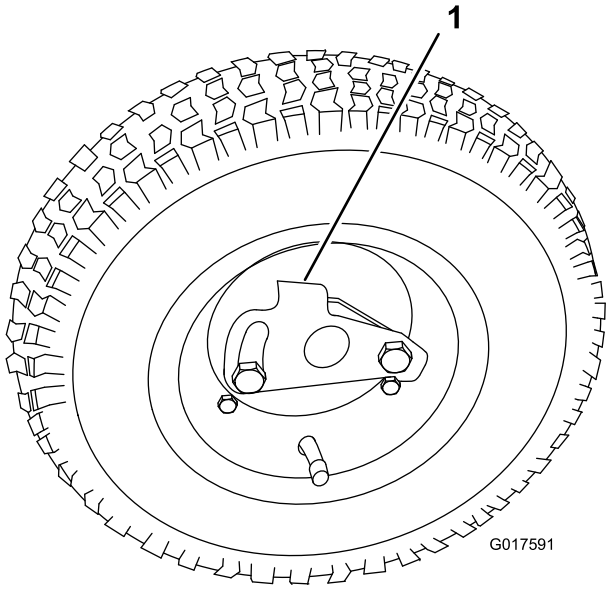

**Figura 10**
2. Empurre o dispositivo de bloqueio da roda para o centro da roda na direcção do eixo (Figura 10).